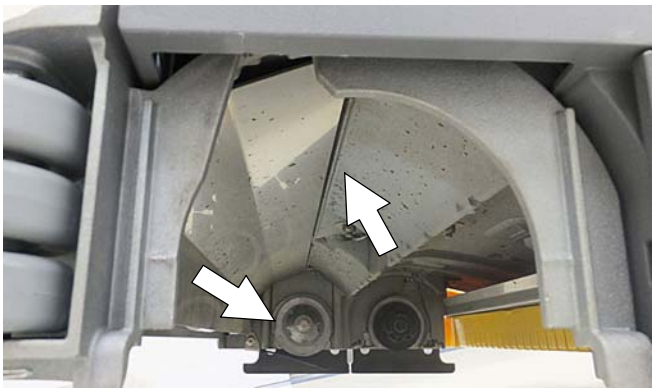

FIG. 124
5. Cylindrical scrub head - Remove debris buildup from underside of scrub head, including the idler plates and drive hubs (Figure 124).